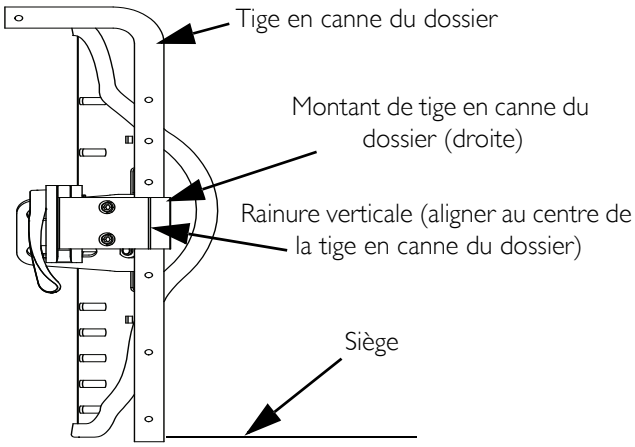

**FIGURE 2.2** Verifier l'alignement vertical
3. Aligner la rainure verticale sur le montant de la tige en canne du dossier externe avec le centre de la tige en canne du dossier comme le montre le FIGURE 2.2.